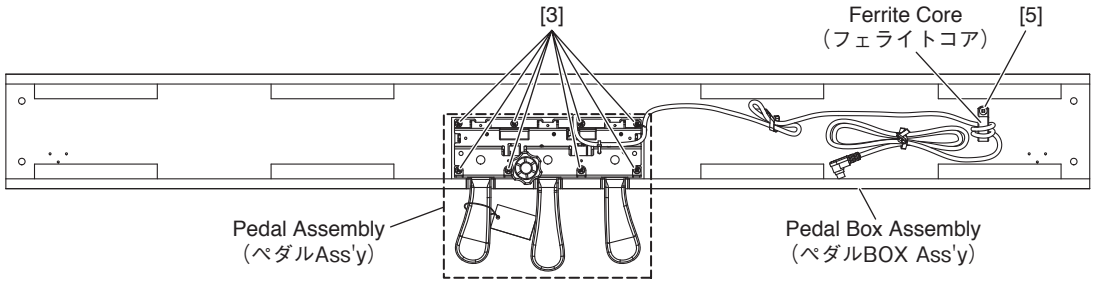

Fig.25（図 25）
29-3 Remove the eight (8) screws marked [3] and the screw marked [5]. The pedal assembly can then be removed from the pedal box assembly. (Fig.25)
29-3 [3] のネジを 8 本と [5] のネジを 1 本外し、ペダル Ass'y をペダル BOX Ass'y から外します。(図 25)